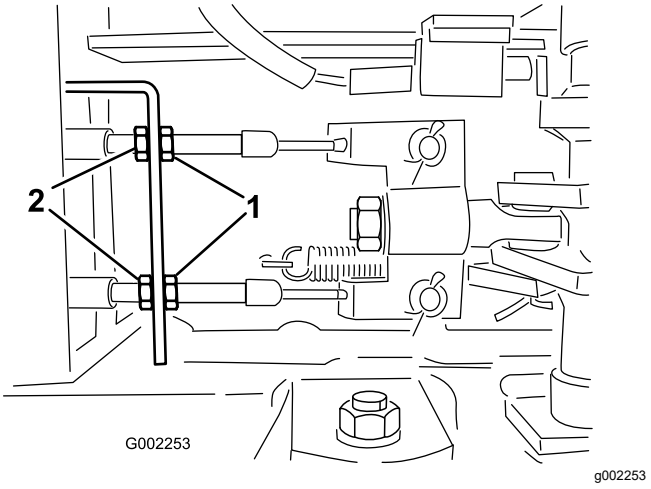

Figura 100
5. Desaperte as porcas de retenção dianteiras nos cabos dos travões por baixo da parte dianteira do pulverizador (Figura 100).
6. Aperte as porcas de retenção traseiras de forma idêntica até o pedal dos travões se deslocar entre 1 a 2,5 cm antes de se verificar qualquer resistência (Figura 100).